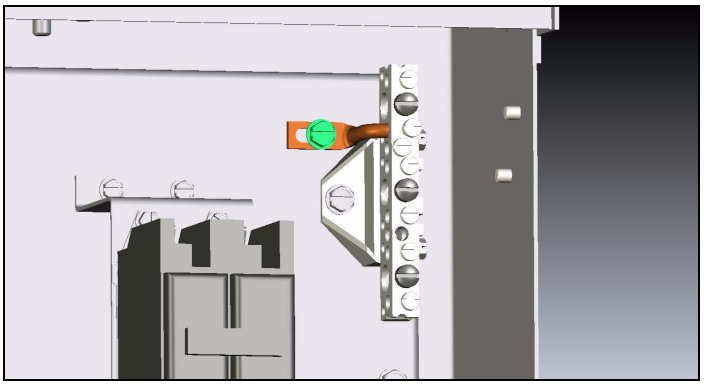

Figure 2. Bonding Strap Connected to the Neutral Bar.
Step 5: Attach the supplied bonding strap to the neutral bar and tighten as shown in Figure 2.